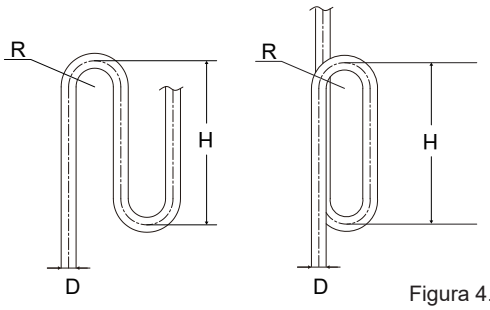

Figura 4.8
- Quando l'unità esterna si trova sopra l'unità interna e la differenza di livello supera i 20 m, consigliamo di predisporre una curva di ritorno dell'olio ogni 10 m di distanza sul tubo del gas della tubazione principale. Le specifiche consigliate per la curva di ritorno dell'olio sono riportate nella Figura 4.8.
3. **Requisito 3:** La maggiore differenza di livello tra l'unità interna e l'unità esterna non deve superare i 110 m (se l'unità esterna è sopra) o i 110 m (se l'unità esterna è sotto). Inoltre: (i) Se l'unità esterna si trova al di sopra e la differenza di livello è superiore a 20 m, si raccomanda di inserire ogni 10 m nel tubo del gas della tubazione principale una curva di ritorno dell'olio con le dimensioni specificate nella Figura 4.8; e (ii) se la differenza di livello è superiore a 40 m (unità esterna al di sotto) o 50 m (unità esterna al di sopra), le dimensioni della tubazione principale (L1) devono essere aumentate come indicato nella Tabella 4.7.